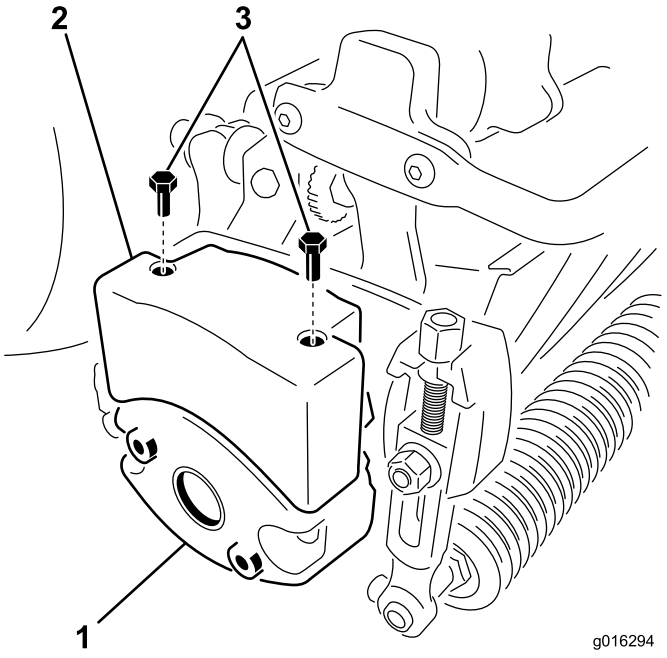

**Figure 11**
4. Retirez les 2 boulons de fixation de la masse à sur le côté gauche du plateau de coupe (Figure 11).
6. Montez la masse supérieure sur la masse du plateau de coupe avec 2 vis à tête hexagonale (Figure 11).